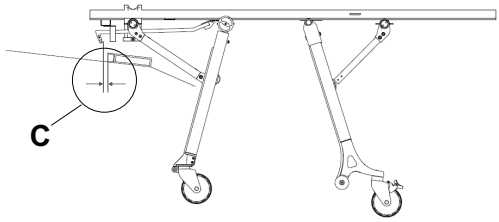

Figura 15 – Espaço livre entre o gancho de segurança e a placa de fixação
- O espaço livre horizontal (C) entre o gancho de segurança e a placa de fixação é suficiente para descarregar (Figura 15)